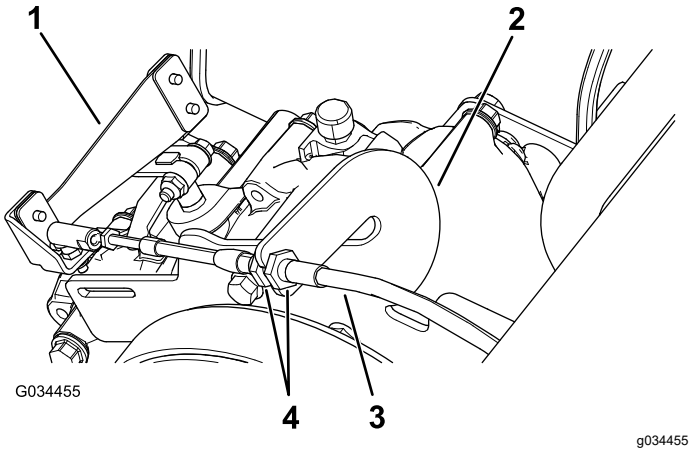

Figur 60
1. Lossa växelvajerns kontramuttrar och justera dem efter behov (Figur 60).
2. Kontrollera att växelväljaren kan flyttas till de tre olika lägena och att växelspaken (Figur 60) flyttas som den ska när du byter växel. Se Växelväljare och växelindikator (sida 13).